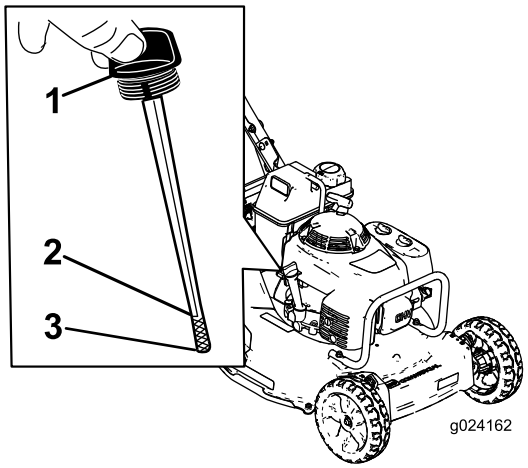

**Rysunek 6**
Przed każdym użyciem urządzenia sprawdź, czy poziom oleju znajduje się pomiędzy oznaczeniami Uzupełnienie oraz Maksymalny na mierniku poziomu (Rysunek 6).
2. Oczyść wskaźnik poziomu (Rysunek 6).